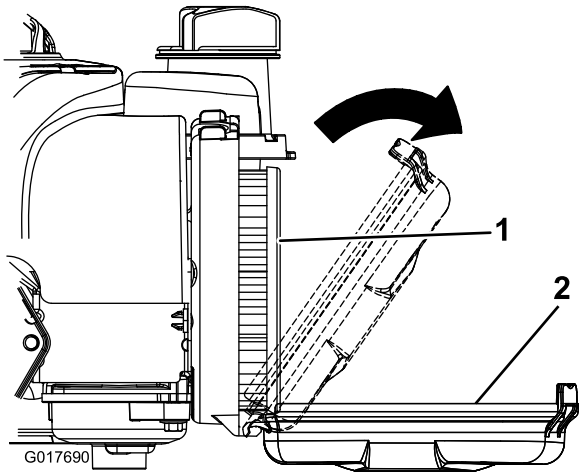

Bild 17
1. Lösen Sie die Riegel, mit denen die Luftfilterabdeckung am Motor befestigt ist (Bild 17).